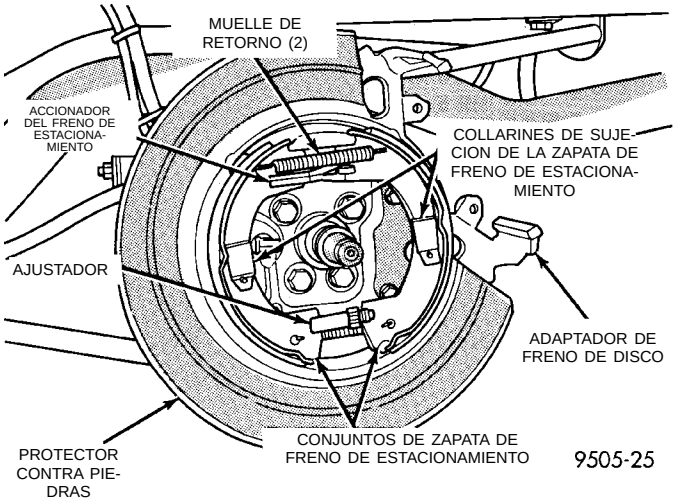
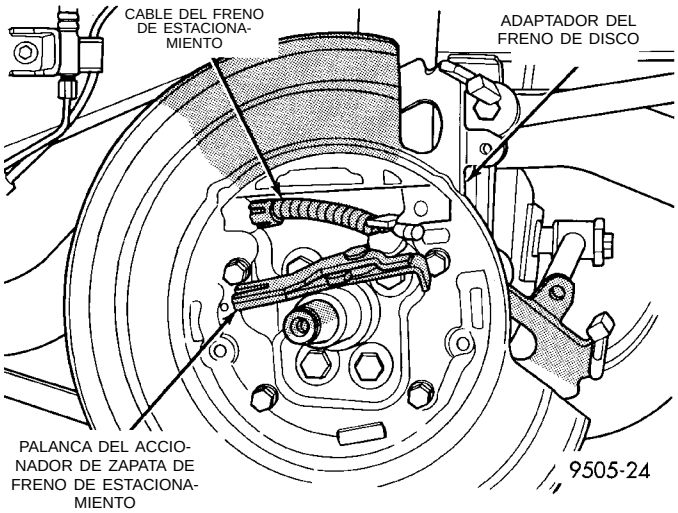

Fig. 148 Conjuntos de zapata de freno de estacionamiento
Fig. 149 Palanca del accionador del freno de estacionamiento
(19) **En los vehículos que tienen instalados frenos traseros de disco,** retire los conjuntos de zapata de freno (Fig. 148) del adaptador de freno de disco trasero. Luego retire la palanca de mando del freno de estacionamiento (Fig. 149) del cable del freno de estacionamiento.
(5) **En los vehículos que tienen instalados frenos traseros de disco,** instale la palanca del accionador de zapatas del freno de estacionamiento (Fig. 149) en el cable de dicho freno. Luego instale los conjuntos de zapatas del freno de estacionamiento en el adaptador del freno de disco (Fig. 148).
(6) Instale el conjunto de maza/cojinete en el vástago trasero. Luego instale una tuerca de retén **NUEVA** en el conjunto de maza/cojinete trasero. Apriete la tuerca de retén del conjunto de maza/cojinete con una torsión de 217 N·m (160 libras pie).
(7) Instale la tapa guardapolvo del conjunto de maza/cojinete con un martillo de metal blando.
(8) En los vehículos que tienen instalados frenos de tambor, instale el tambor de freno trasero en el conjunto de maza/cojinete. En los vehículos que tienen instalados frenos traseros de disco, instale el rotor en el conjunto de maza/cojinete.
(9) En los vehículos que tienen instalados frenos de disco, instale el calibrador del freno de disco en el